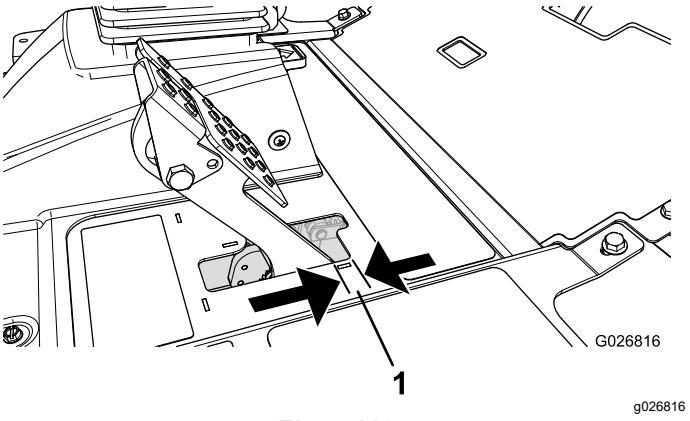

Figur 112
4. Tryck lätt på bromspedalen och mät sedan avståndet som pedalen rör sig utan motstånd (Figur 112).
Obs: Justera bromsarna om bromspedalen har mer än 2,5 cm fritt spel (Figur 112) eller om parkeringsbromsen behöver mer kraft.
6. Dra åt de bakre muttrarna så att kabeln förs bakåt tills bromspedalen har ett fritt spel på 6–13 mm (Figur 112) innan parkeringsbromsen har en effekt på hjulen.